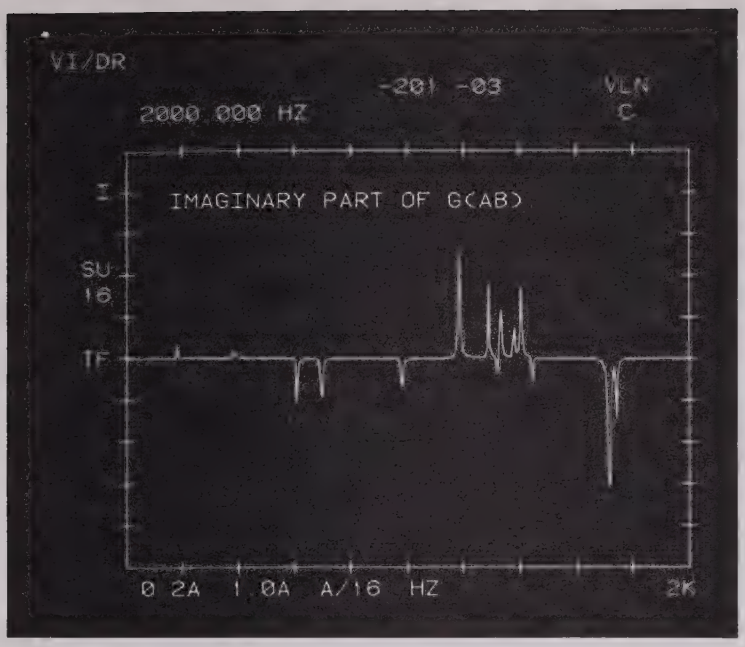

FIGURE B-4
** Intensity Calculation ** (Refer to Figures B-4, and B-5.)